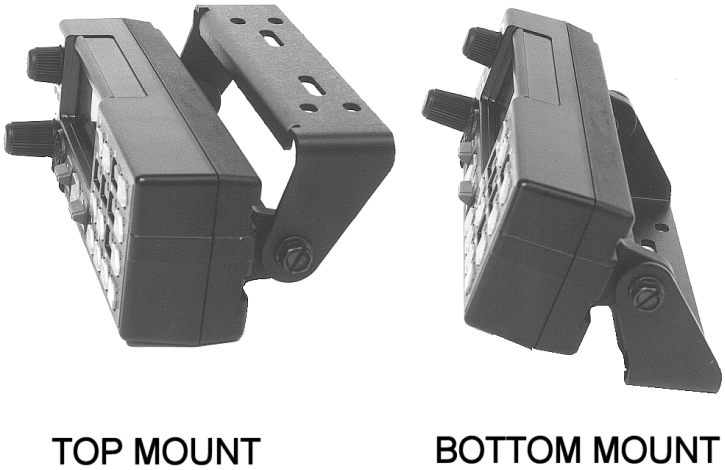

Figure 11 – Control Unit Mounting Bracket Installation
1. Using the bracket as a template, mark and drill the mounting holes. Be sure to leave enough room at the rear of the control unit for the cable connector. Refer to Figure 11 for control unit mounting bracket installation.
Typically the bracket shown in Figure 13 is used for Front Mount applications. The bracket can be mounted so that it is either above or below the radio for the user's convenience. The bracket pictured in Figure 11 can also be used for Remote Mount applications. The following instructions are for a Front Mount installation using the bracket shown in Figure 13.